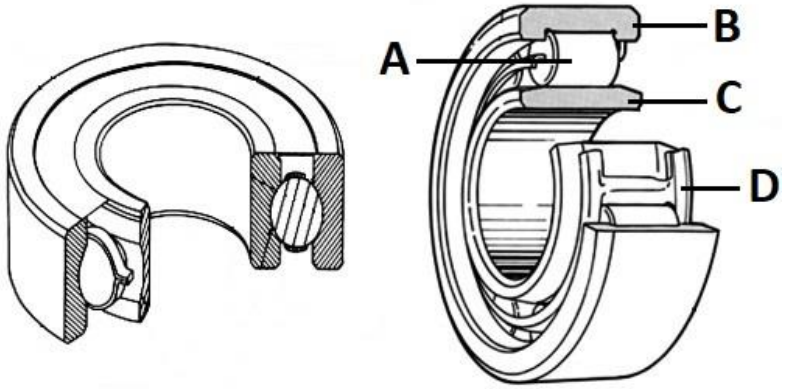

FIGUUR 2 (4)
3.1 FIGUUR 2 hier onder toon twee wrywingwerende laers. Benoem die TWEE wrywingwerende laers. (2)
3.2 Benoem die onderdele wat in FIGUUR 2 aangedui is deur slegs die antwoord langs die letter (A–D) in die ANTWOORDBOEK te skryf.